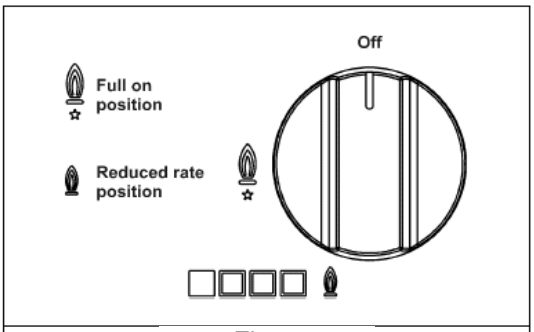

Fig. 8
1. Switch on the burner and turn the corresponding knob to the "Reduced rate" position (small flame icon, Fig. 8, page 10).
The knobs of the burners are equipped with a safety cut-off device. They must be turned in a counter-clockwise direction until they reach the full-on position (large flame icon, Fig. 8) and come to a stop. Now push down on the knob. The burner should ignite in 2 or 3 seconds. Keep the knob depressed as you turn it toward the reduced rate position (small flame icon, Fig. 8) to adjust the flame. Should the flame accidentally go out, turn the burner control knob off and wait at least 1 minute before attempting to light it again.
- When the pan comes to a boil, set the knob to a reduced rate position (small flame icon, Fig. 8).
- Burners will only ignite when the corresponding knob has been set to the Full-on position (large flame icon, Fig. 8).